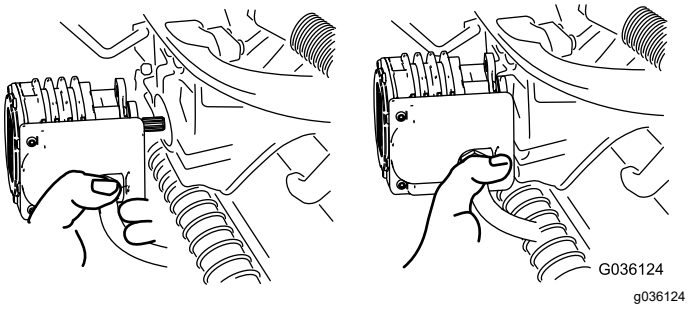

Figura 69
5. Mueva el motor al lugar de almacenamiento en la parte delantera del brazo de suspensión (Figura 69).